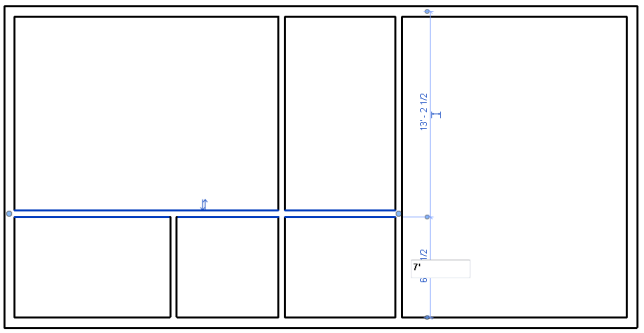

Figure 3-65 *Entering the value to adjust the dimension of the horizontal interior wall*
6. Now, click on the blue dots of temporary dimension from the lower external wall and the upper interior wall. Enter the value **7'(2134 mm)**, as shown in Figure 3-65, and press ENTER. On doing so, the interior wall is moved to the desired location. Now, press ESC to exit the **Modify | Walls** tab.
This completes the interior wall layout for the *Apartment 1* project, refer to Figure 3-65.